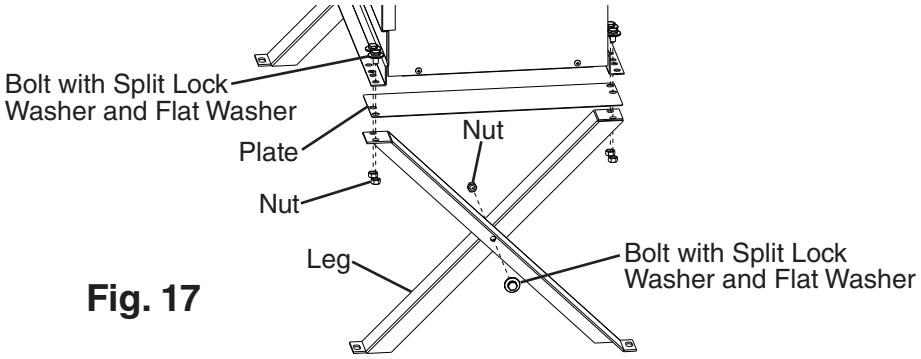

Fig. 17
1) Assemble two sets of legs using the legs, bolts, and nuts provided. See Fig. 17.